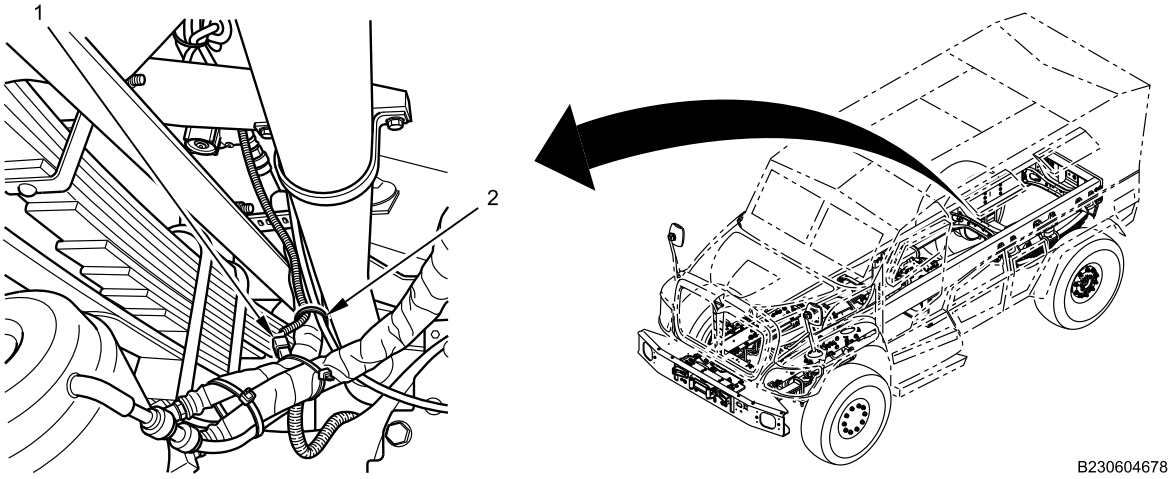

Figure 7. Right Two-Pin Connector.
12. Remove and discard cable lock strap (Figure 7, Item 2).
13. Disconnect two-pin connector (Figure 7, Item 1) from right rear brake backing plate.